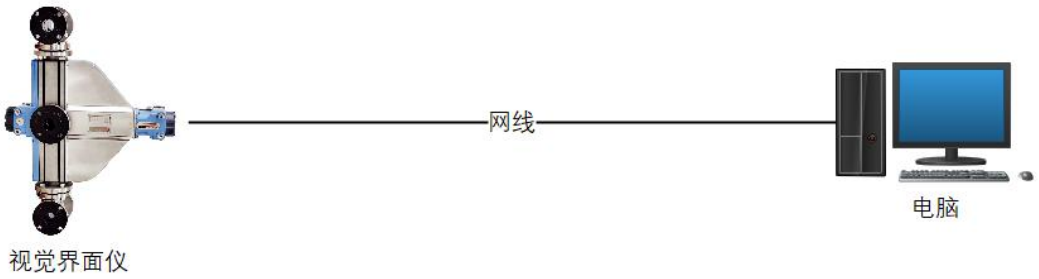

图 4 通过网线直连
① 单台设备连接可通过直连的方式与电脑连接，设备和电脑需要在同一网段，如图 4 所示；